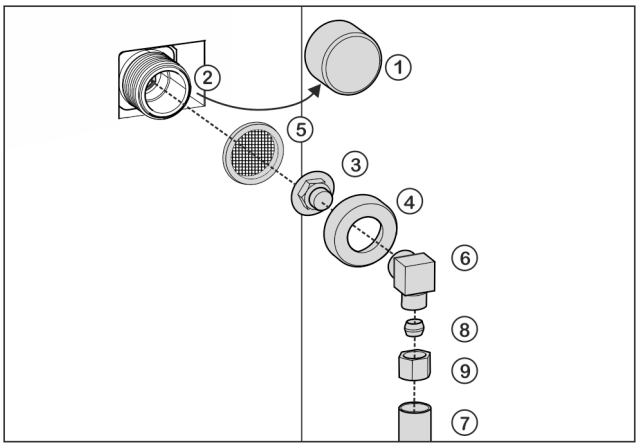

Fig. 19
▶ Kappe *Fig. 19 (1)* vom Magnetventil *Fig. 19 (2)* abziehen.
▶ Verbindungsstück *Fig. 19 (3)* in die Überwurfmutter *Fig. 19 (4)* einsetzen.
▶ Sieb *Fig. 19 (5)* mit der Vertiefung nach unten in Richtung Verbindungsstück *Fig. 19 (3)* einsetzen.
▶ Überwurfmutter *Fig. 19 (4)* mit der Hand auf das Gewinde des Magnetventils *Fig. 19 (2)* schrauben, bis ein sicherer und fester Sitz erreicht ist.
▶ Winkelstück *Fig. 19 (6)* anschrauben.
▶ Wasserleitung *Fig. 19 (7)* (z. B. 1/4"-OD-Kupferleitung) mit Hilfe von Klemmring *Fig. 19 (8)* und Mutter *Fig. 19 (9)* am Winkelstück *Fig. 19 (6)* anschließen.
▶ Wenn notwendig: Wasserleitung *Fig. 19 (7)* mit dem Rastbügel am Gehäuse fixieren.
▶ Winkelstück *Fig. 19 (6)* zur Seite legen.
▶ Wasserleitung *Fig. 19 (7)* (z. B. 1/4"-OD-Kupferleitung) mit Klemmring *Fig. 19 (8)* und Mutter *Fig. 19 (9)* am Verbindungsstück *Fig. 19 (3)* anschließen.